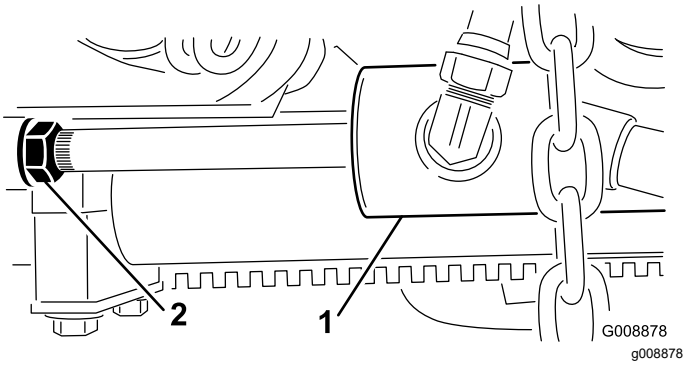

**Figur 29**
2. Lossa kontramuttern på lyftcylinderns stång (Figur 29).